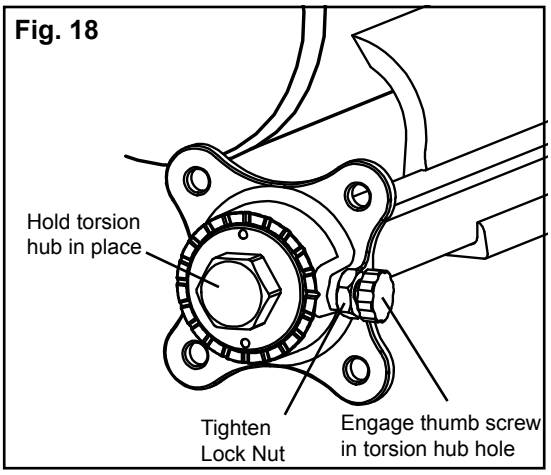

Fig. 18
7. Turn thumb screw until the location tip fully engages with the nearest hub hole location (Fig. 18).
8. Tighten lock nut on thumb screw (Fig. 18).